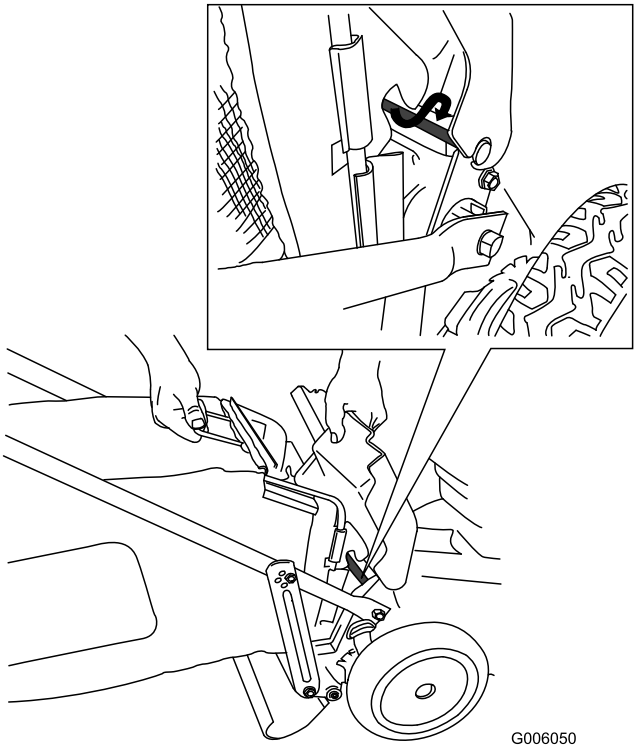

Bild 24
1. Heben Sie die hintere Klappe an und halten Sie sie hoch (Bild 24).
3. Hängen Sie den Korb an der Klappenstange ein (siehe Einsatz Bild 24).